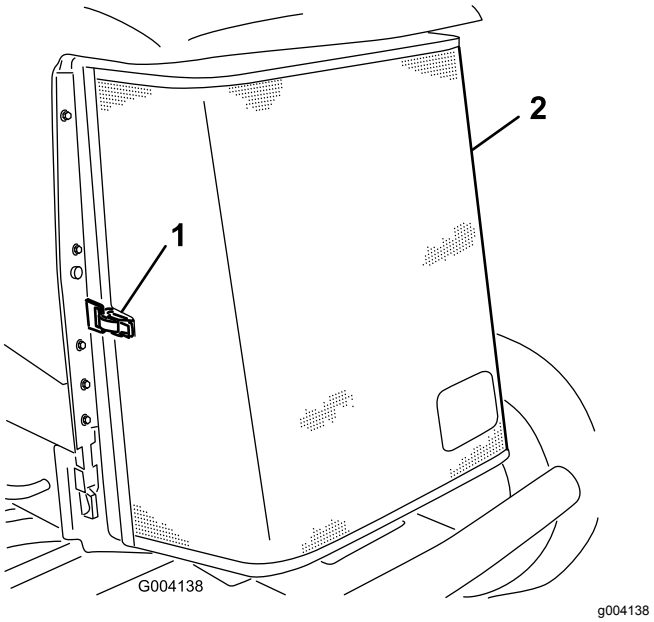

Figur 94
3. Lås klemmen op, og drej kølergitteret for at åbne det (Figur 94).